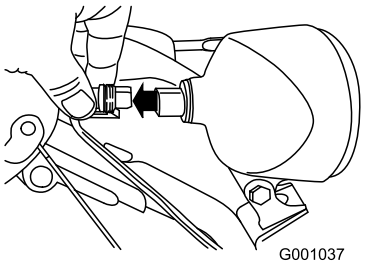

Figur 50
1. Fjern ledningsstikket bag på forlygten (Figur 50).